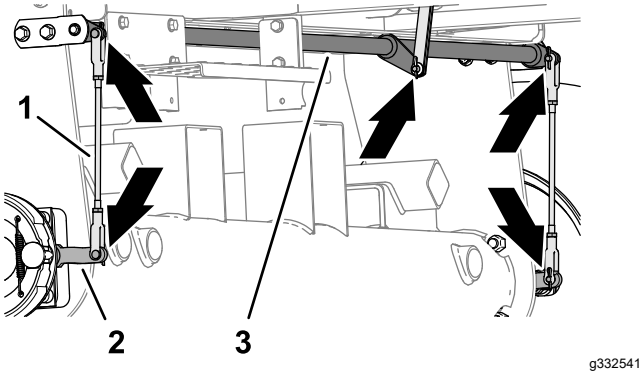

Figur 70
1. Efterse venstre og højre bremsestang (Figur 70) for skader og slitage.
2. Efterse bremsens drejeaksel (Figur 70) for skader og slitage.